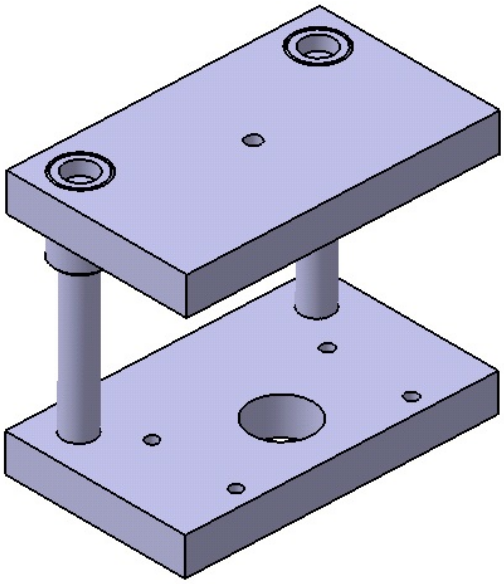
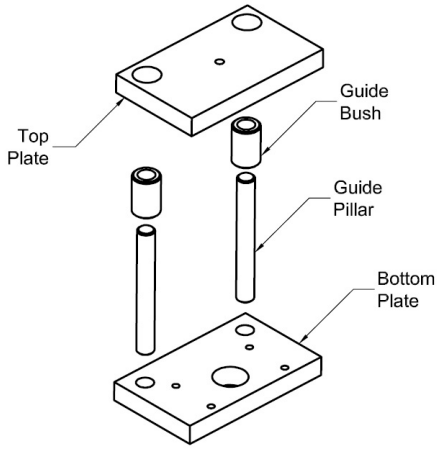
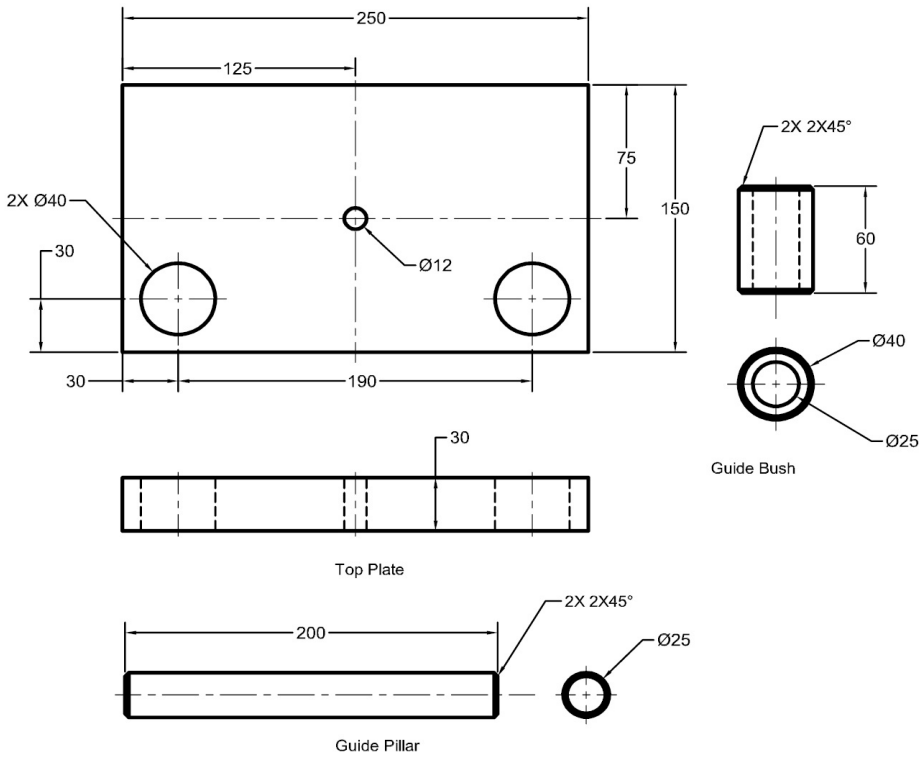

Figure 12-80 *The Press Tool Base assembly*
Figure 12-81 *The exploded state of the Press Tool Base assembly*
Figure 12-82 *Orthographic views and dimensions of the Top Plate, Guide Pillar, and Guide Bush*
In this tutorial, you will create some components of the Press Tool Base assembly shown in Figure 12-80 using the top-down assembly approach. The exploded state of this assembly is shown in Figure 12-81. The dimensions of all components are shown in Figures 12-82 and 12-83. **(Expected time: 45 min)**
The assembly shown in Figure 12-80 is not a complete assembly of the Press Tool Base and has been created only to explain the procedure followed
6. Exit the **Sketcher** workbench and extrude the sketch, refer to Figure 12-82, for dimensions.
It is evident from Figure 12-80 that the Guide Bush will be placed over the Guide Pillar. Therefore, the geometry of the Guide Pillar will be used to create the Guide Bush.
4. Exit the **Sketcher** workbench and extrude the sketch by 30 units by flipping its direction of extrusion. Now, create a hole on the top face of the Top Plate. For position of the hole, refer to Figure 12-82.